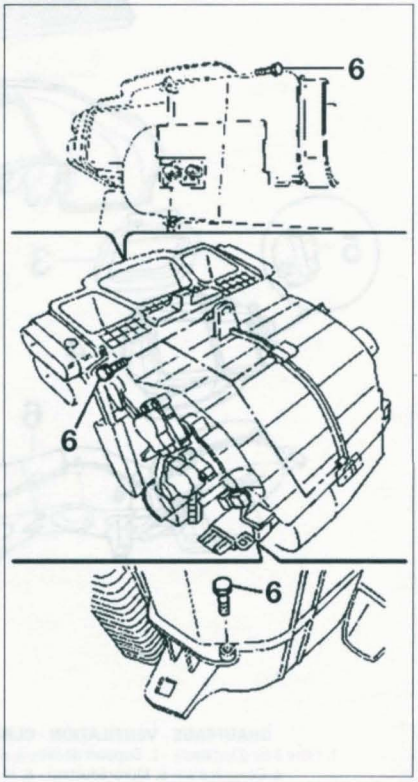

FIGURE 10-22
• Déposer les vis d'assemblage (6) du bloc chauffage/climatiseur **(figure 10-22)**.